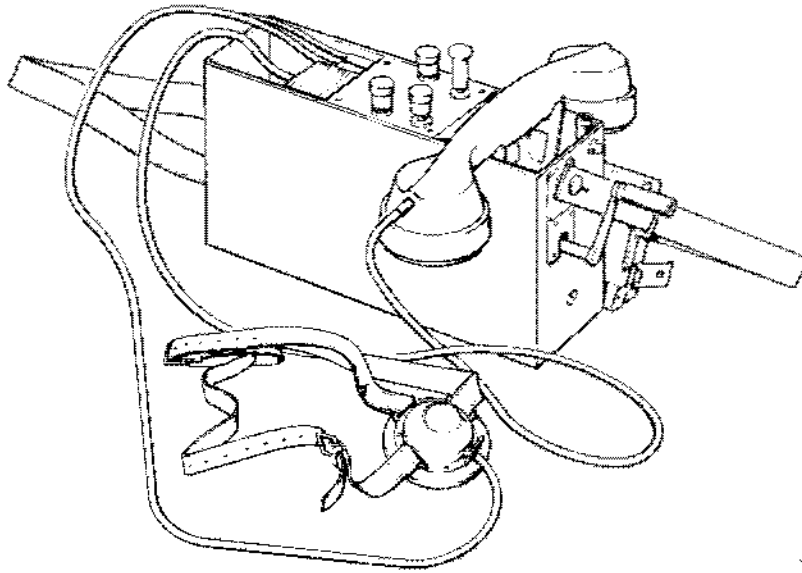

Bild 1. Telefonapparat med tillbehör
Telefonapparat med tillbehör är en kombinerad lokal- och centralbatteriapparat för fältbruk (bild 1). Den inkopplas till fälttelefonlinjer eller till permanenta telefonnät med lokalbatterisystem (LB) eller centralbatterisystem (CB). Vid inkoppling till automatiserade nät (AT), vilka alltid har centralbatterisystem, måste fingerskiva användas för impulsering.